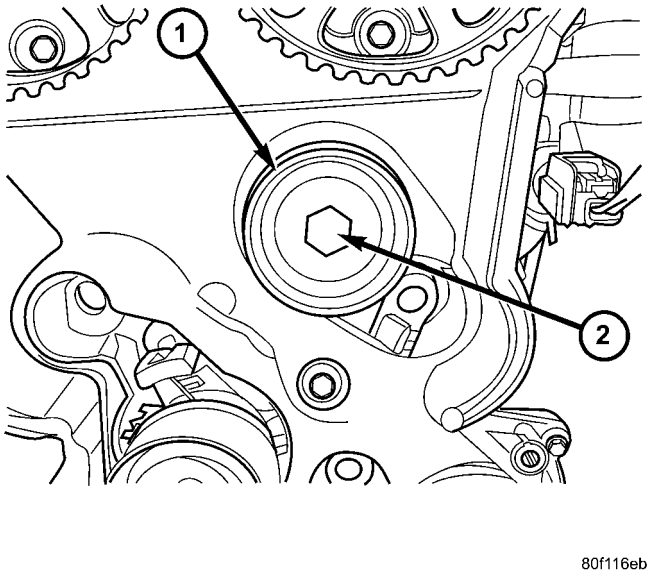

Fig. 130 Timing Belt Idler Pulley
(1) Remove the timing belt (Refer to 9 - ENGINE/VALVE TIMING/TIMING BELT AND SPROCKETS - REMOVAL).
(2) Remove timing belt idler pulley (Fig. 130).
(4) Install timing belt idler pulley and torque mounting bolt to 61 N·m (45 ft. lbs.) (Fig. 130).